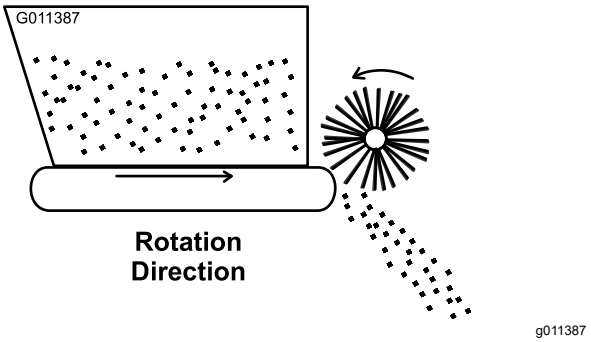

**Figuur 19**
3. Zet de hendel voor hydraulische afstandsbediening van het voertuig naar de stand DRAAIEN. De riem en borstel dienen te draaien zoals getoond in Figuur 19.